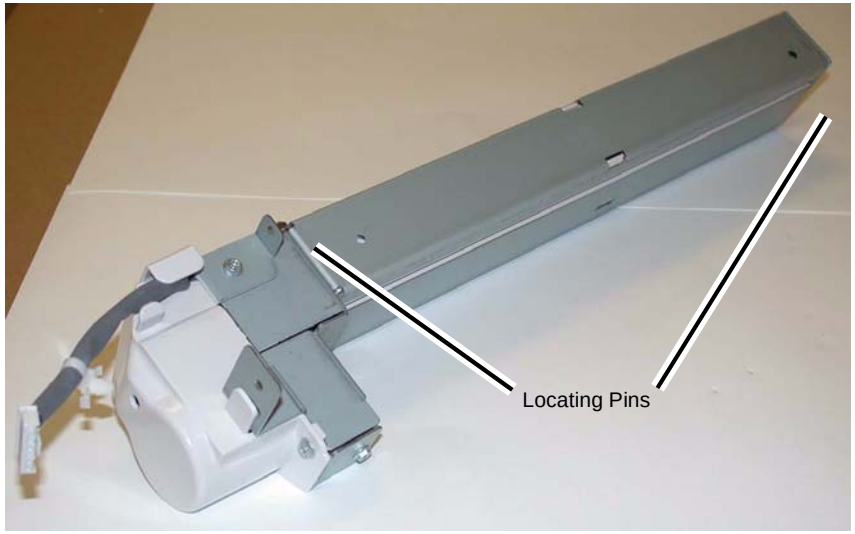

Figure 2 Crease Assembly
NOTE: *Make sure the Locating Pins (2) are properly engaged (Figure 2).*